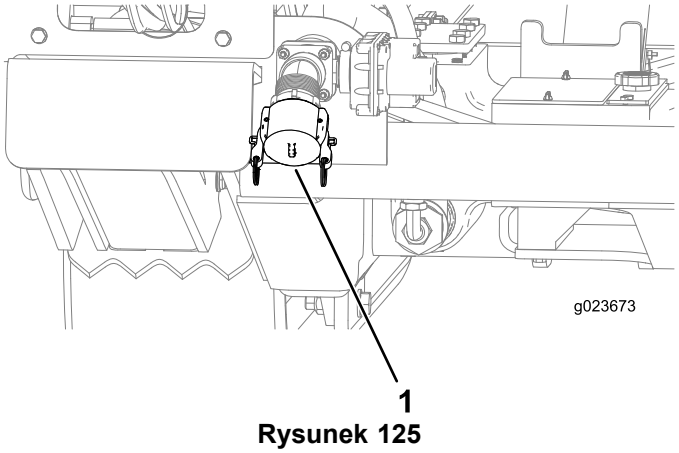

Rysunek 125
B. Upewnić się, czy korek na wlocie pompy płuczki wiertniczej został założony (Rysunek 125).